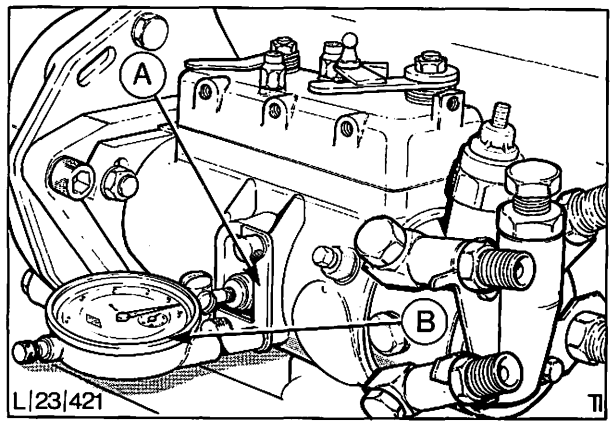

Abb. 46 Einspritzpumpe mit angebauter Einstellvorrichtung
d) Pumpen-Einstellvorrichtung (Werkzeug-Nr. 21-089) wie in Abb. 46 ersichtlich an der Pumpe anbringen.